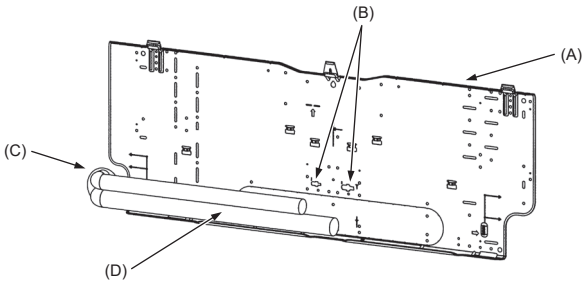

Abb. 3-5
3.3. Wenn Rohre in der Wand verlegt werden (Abb. 3-5)